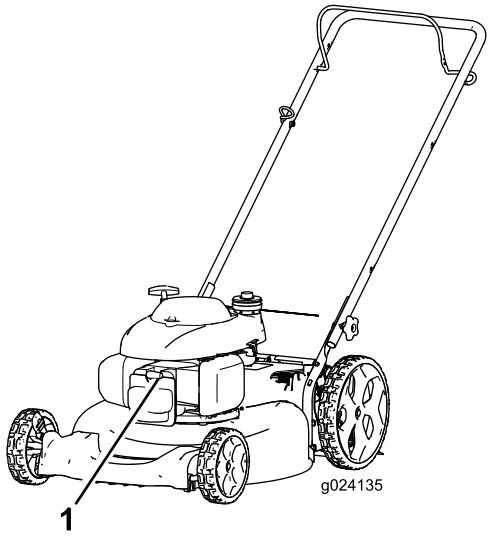

Figura 15
2. Desconecte el cable de la bujía (Figura 15) antes de realizar cualquier procedimiento de mantenimiento.